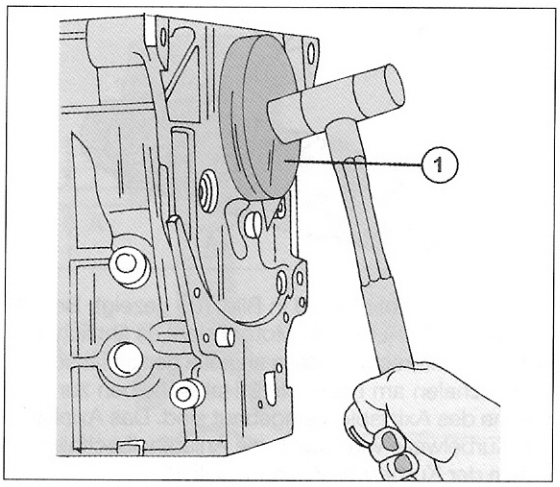
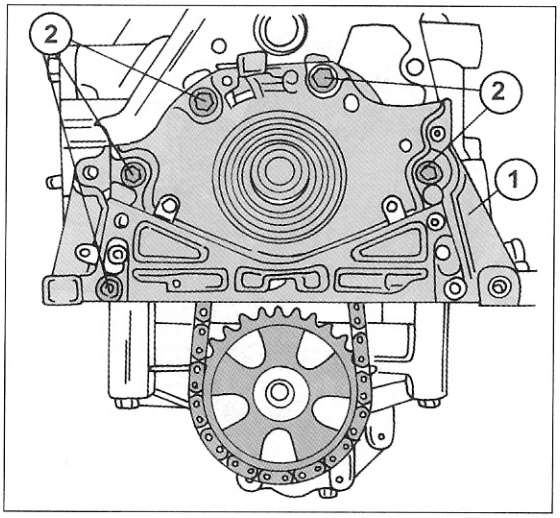

Bild 107
Bild 109
Beim 2.0-Liter-Motor den Dichtring in die Rückseite des Zylinderblocks einschlagen, wiederum ohne dabei den Ring zu beschädigen. Eine runde Platte kann, wie in Bild 107 gezeigt, zum Einschlagen des Dichtringes benutzt werden.
Bei einem 2.0-Liter-Motor den Flansch (1) in Bild 109 mit den Schrauben (2) festziehen (12 Nm) und danach den Dichtring einschlagen, ähnlich wie es Bild 107 zeigt. Die Dichtfläche des Flansches mit Dichtungsmasse einschmieren.